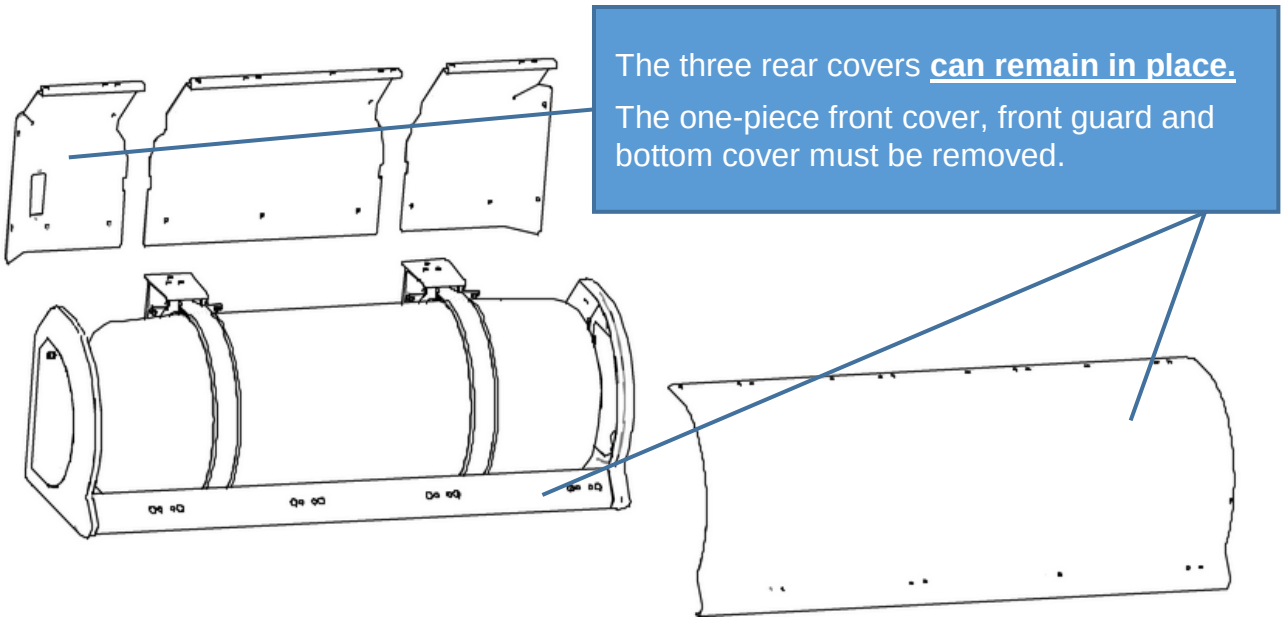

Figure 2. Remove the one piece front cover.
1. Refer to Figures 2 through 6. The side mounted system can remain on the vehicle chassis.